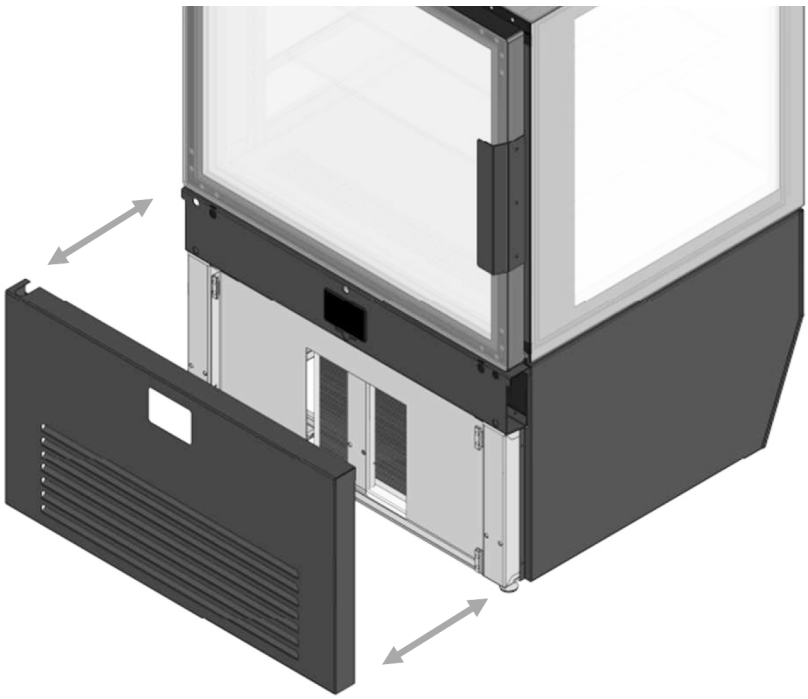

fig. 18
- Questa è dotata di un sistema di fissaggio magnetico (fig. 18).